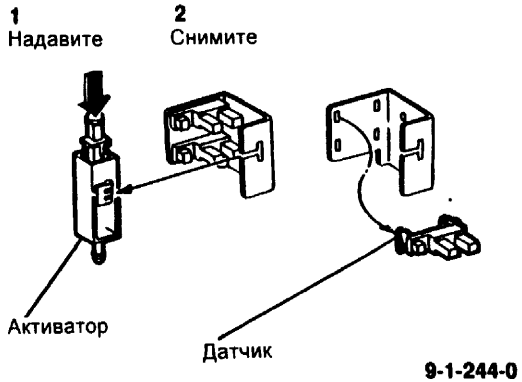

Рис. 2 Снятие активатора и датчика
3. (Рис. 2) Снимите активатор, затем снимите датчик.